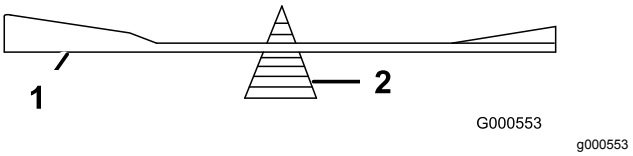

Figur 118
2. Kontroller knivens balance ved at placere den på en afbalanceringsenhed (Figur 118).